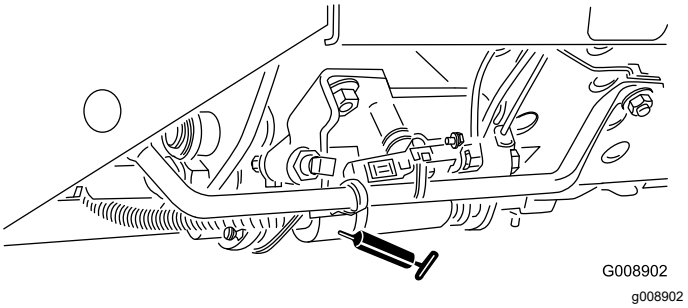

Figuur 50
- Schuif voor maaien/transport (Figuur 50)